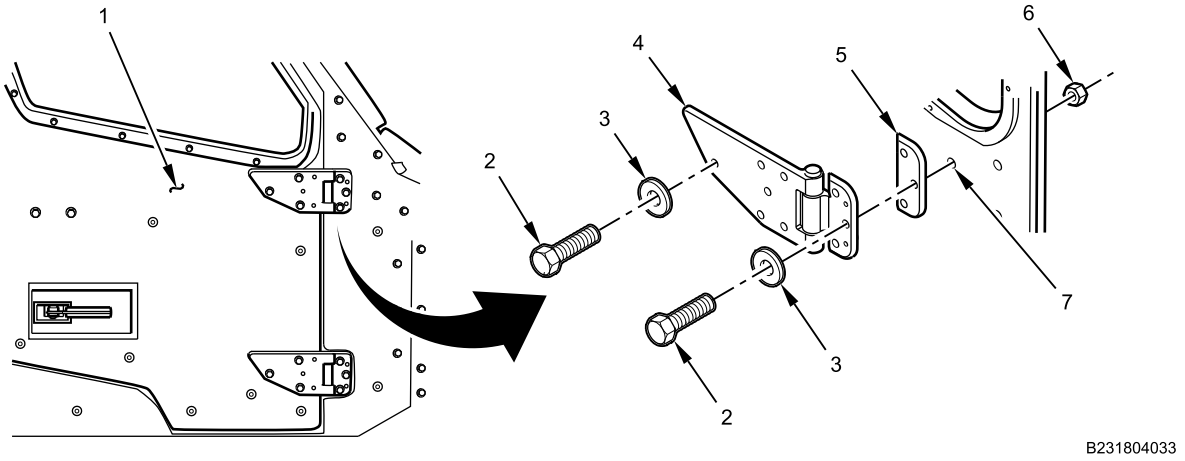

Figure 4. Installation of Upper and Lower Door Hinges.
1. Apply corrosion preventive compound to six hinge mounting bolts (Figure 4, Item 2), six boltholes (Figure 4, Item 6) on vehicle, and six hinge mounting holes (Figure 4, Item 4).
2. Secure cabin door (Figure 4, Item 1) through window opening with lifting sling and lifting device.
3. With lifting device and assistant, lift cabin door (Figure 4, Item 1) to vehicle and align door hinge (Figure 4, Item 4) and spacer plate (Figure 4, Item 5) with six mounting holes (Figure 4, Item 6) on vehicle.
4. Loosely install two center hinge mounting bolts (Figure 4, Item 2), washers (Figure 4, Item 3), and nuts (Figure 4, Item 7).
5. Loosely install remaining four hinge mounting bolts (Figure 4, Item 2), washers (Figure 4, Item 3), and nuts (Figure 4, Item 7) on upper and lower door hinges (Figure 4, Item 4).
6. Lightly tighten center mounting bolts (Figure 4, Item 2), check cabin door (Figure 4, Item 1) alignment, and test door operation.
8. If necessary, adjust cabin door (Figure 4, Item 1) to verify proper opening and closing.
9. Tighten 12 hinge mounting bolts (Figure 4, Item 2) securely.